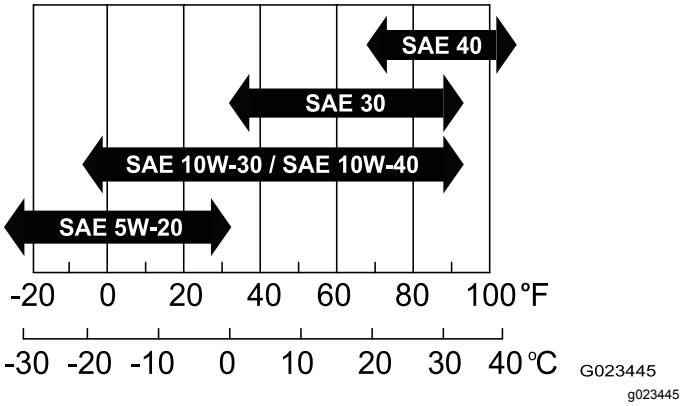

**Рисунок 13**
- **Вязкость:** SAE 30; другие значения вязкости см. в следующей таблице (Рисунок 13):